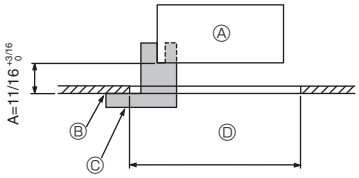

Fig. 9-2
①	Dimensiones de la rejilla	1	950 × 950 (mm), 37-3/8 × 37-3/8 (pulgadas)
②	Calibre de instalación	1	(Dividido en 4 partes)
③	Tornillo (4 × 16)	1	para **TPLA0A.1EA70∗**
④	Panel angular del i-see sensor	1	para **TPLA0A.1EA70∗**
9.2. Preparación para conectar la rejilla (Fig. 9-2)
- Con el calibre ② que se entrega con este equipo, ajuste y compruebe la posición de la unidad principal en relación con la superficie del techo. Si la unidad principal no está colocada en el techo de forma adecuada, podrían producirse escapes de aire o generarse condensación.